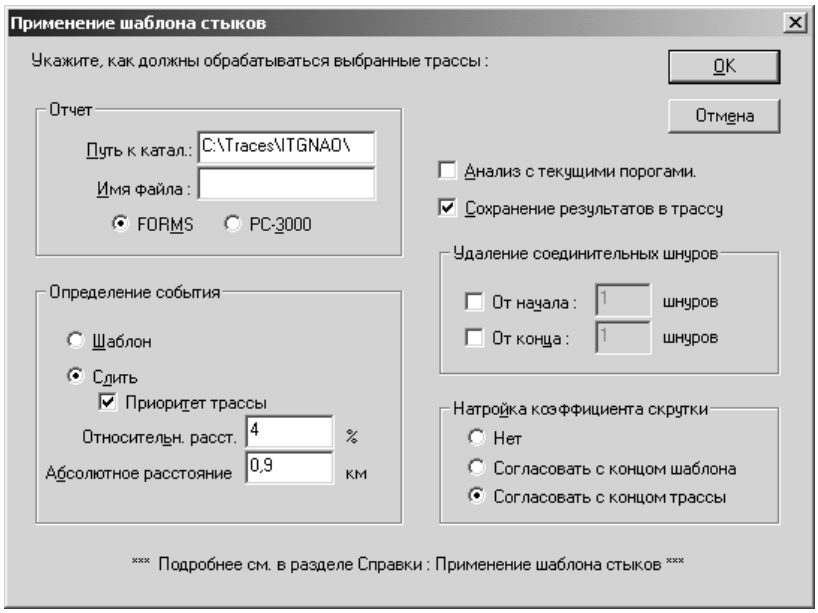

Рисунок 9-1: Диалоговое окно Применение шаблона стыков
4. Выберите Трасса>Применить шаблон стыков. Открывается диалоговое окно “Применение шаблона стыков” (Рисунок 9-1).
Диалоговое окно “Применение шаблона стыков” (Рисунок 9-1) позволяет выбрать различные установки и параметры, определяющие, как будут обрабатываться трассы.